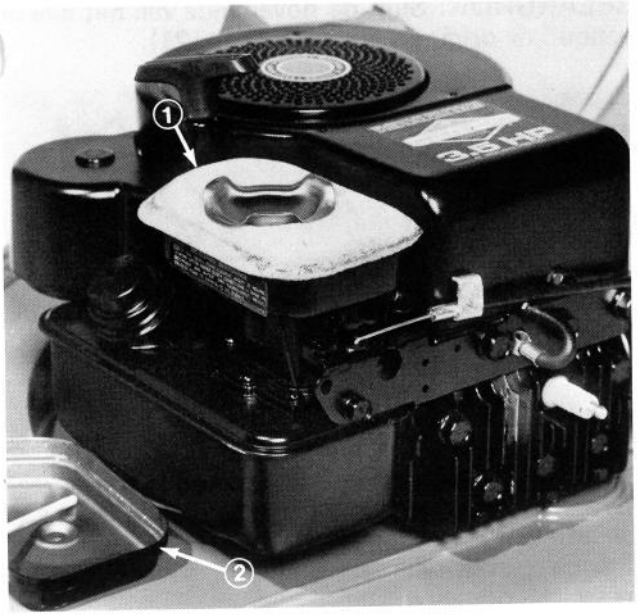

Afbeelding 24
2. Inspekteer het luchtfilterelement (Afb. 24). Wanneer nodig, verwijder het en maak schoon.
D. Plaats element en verdeler in de luchtfilterromp (Afb. 24). Zie er op toe, dat de
3. Plaats luchtfilter en deksel terug (Afb. 24).